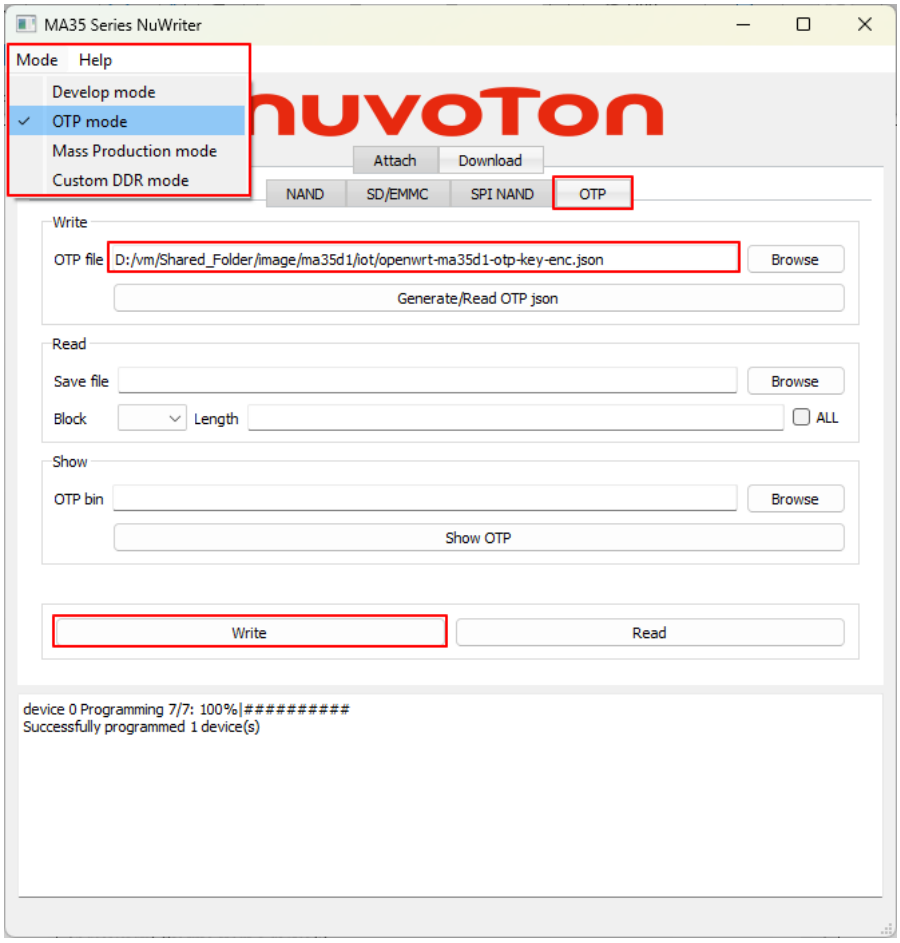

Figure 3-8 Use NuWriter to Program MA35D1 OTP key
1. **NuWriter GUI Method:** Switch the NuWriter tool to “OTP mode”, choose the generated OTP key file, and click the “Write” button to program the Key Store (as shown in Figure 3-8).